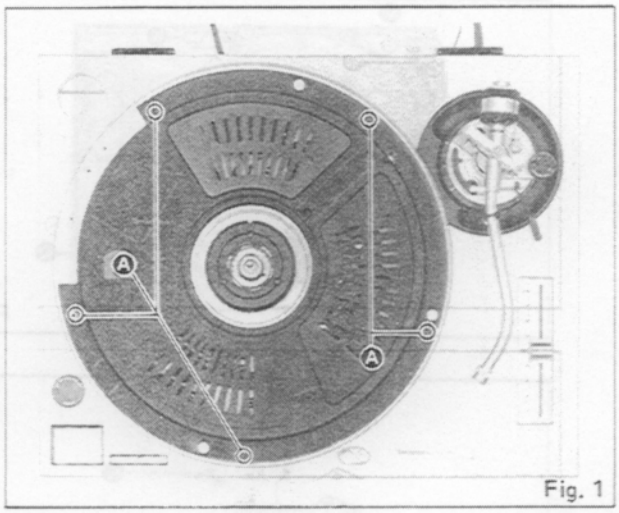

Fig. 1
3. Remove 5 screws Ⓐ of the panel cover as shown in Fig. 1.